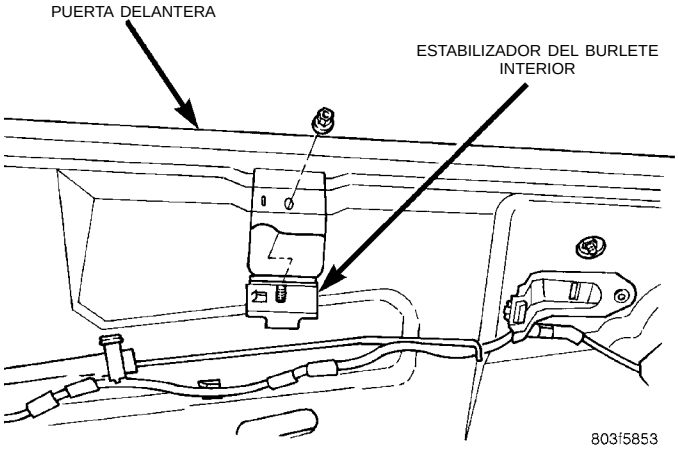

Fig. 13
(3) Separe el estabilizador del burlete interior de la puerta (Fig. 13)